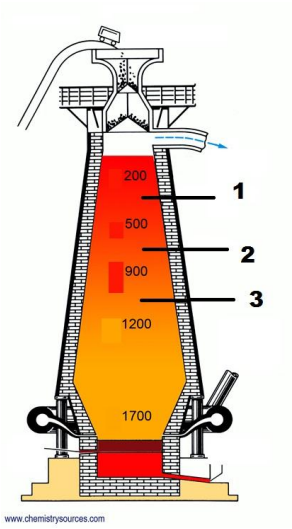

FIGURE 1
3.4 Three pictures of furnaces are shown in FIGURES 1, 2 and 3 below. Identify the furnaces by writing only the name of the furnace next to the question number (3.4.1–3.4.3) in the ANSWER BOOK.